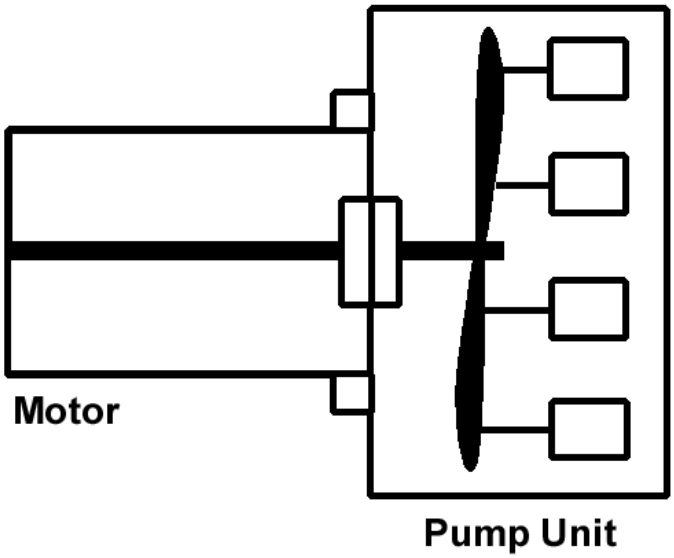

Figure 12
1) Integrally mounted machine (Figure 12)